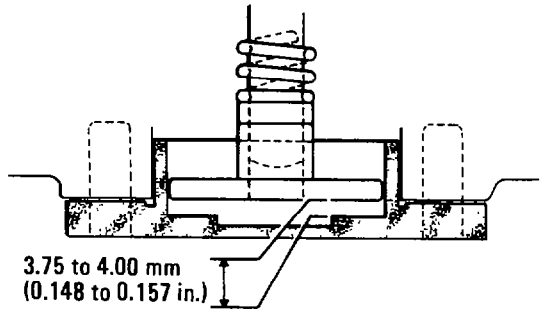

Fig. 132 — Checking Governor Inner Spring Clearance
p. Install a new gasket on the governor mounting surface, then fasten the governor to the injection pump, engaging the pin (item 64) into the control rack of the injection pump. Check that the pin (item 64) is properly engaged with the control rack.
q. Install the inner governor spring (item 77), shims (item 75) and spring seat (item 74). Place a spring gap gauge TSE 7998 over the spring compartment and check that the spring gap is between 3.75 to 4.00 mm (0.148 to 0.157 in.) see fig. 132. If the gap is not correct, replace the shims with thicker or thinner shims to obtain the correct gap.